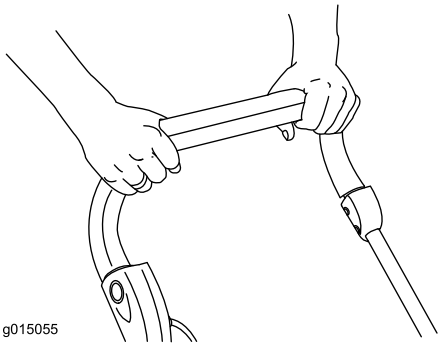

**Bild 11**
5. Halten Sie den Schaltbügel zum Bügel und lassen Sie die Taste los (Bild 11).